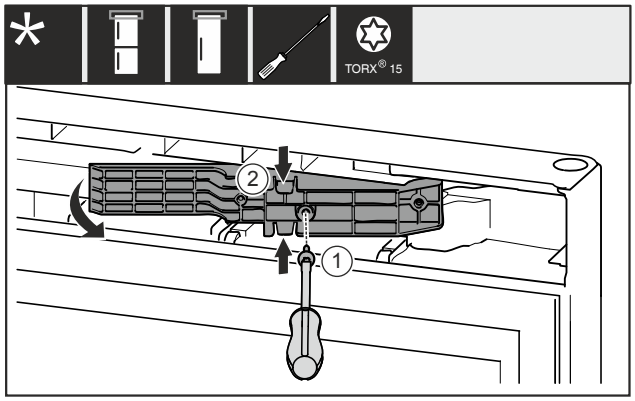

*Fig. 16 **
▶ Odstraňte šroub *Fig. 16 (1)*.*
▶ Adaptér *Fig. 16 (2)* nahoře a dole mírně stlačte k sobě a vytáhněte.*